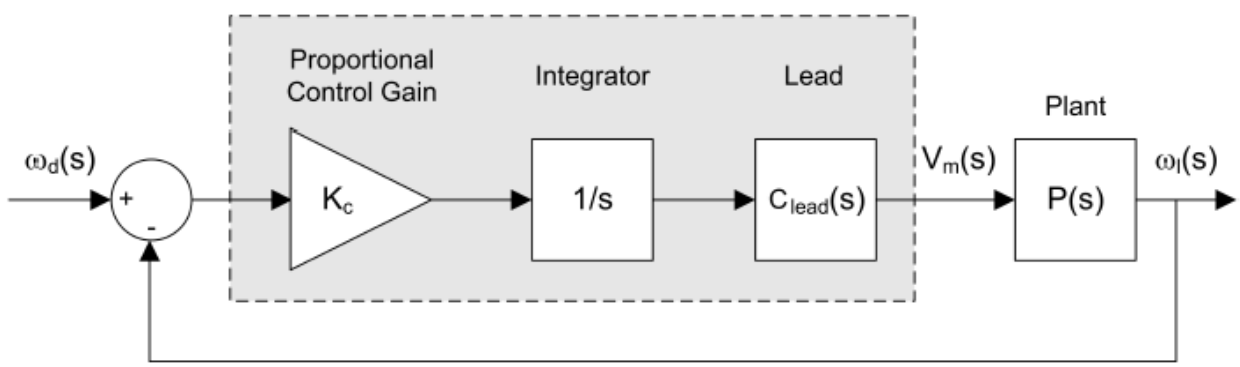
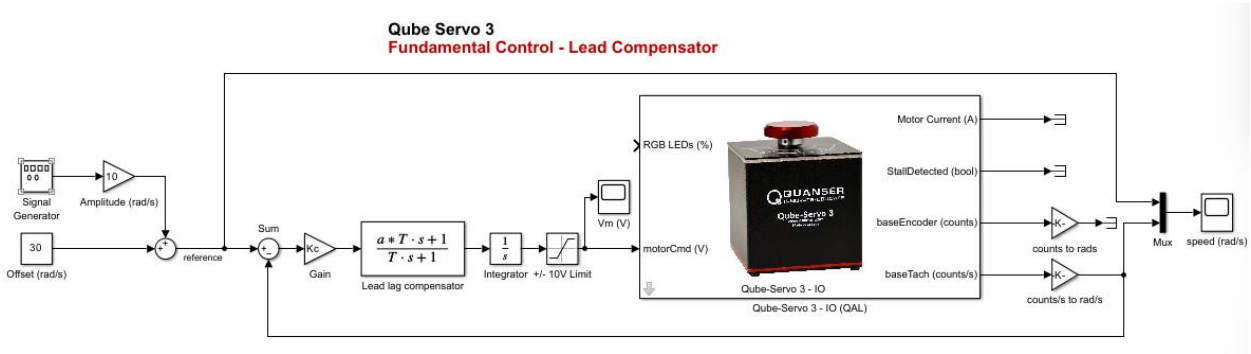

Figure 1: Lead compensator with integrator
Figure 2: Simulink implementation of lead compensator for Qube-Servo 3.
The classic lead compensator given above may not achieve zero steady-state error. To ensure we have zero steady-state error, it is necessary to include an integrator in the controller and so we will use a controller of the form of Figure 1:
The Simulink model shown in Figure 2 implements the lead compensator designed in the previous section for testing on the physical Qube-Servo 3. You will observe that Figure 2 implements the scheme shown in Figure 1.
16. Open the qs3_lead.slx Simulink model, design the Simulink model to be like Figure 2 by inserting and connecting the relevant blocks as in Figure 2.
20. Take a screenshot of `Speed (rad/s)` and `Vm (V)` scopes. A sample response using $K_c = 1$ is shown in 3 below: